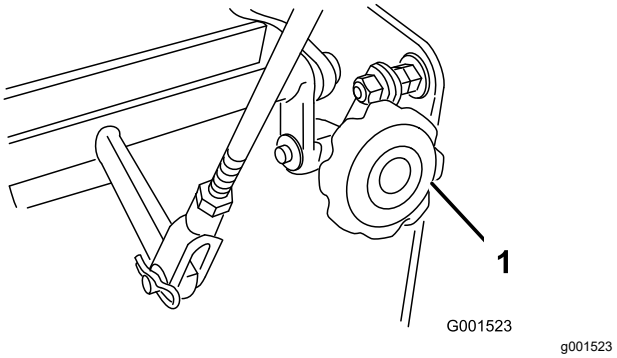

Figuur 38
4. Als de machine naar één kant neigt te bewegen, verdraai de snelspoorknop dan. Draai de knop naar rechts om naar rechts bij te stellen en naar links om naar links bij te stellen (Figuur 38).